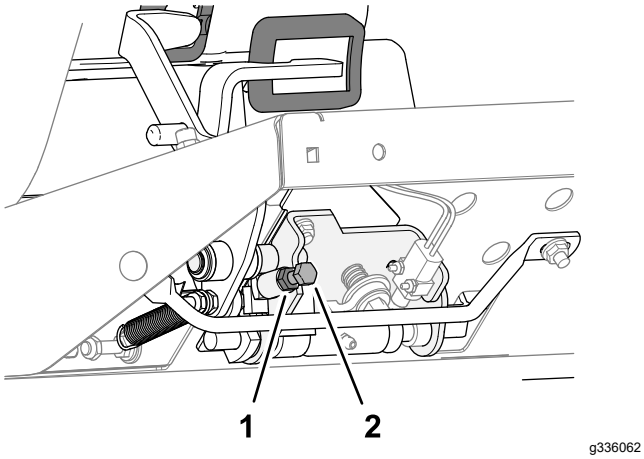

Rysunek 85
- Aby zmniejszyć szybkość jazdy podczas koszenia, obróć śrubę ogranicznika prędkości (Rysunek 85) w prawo.